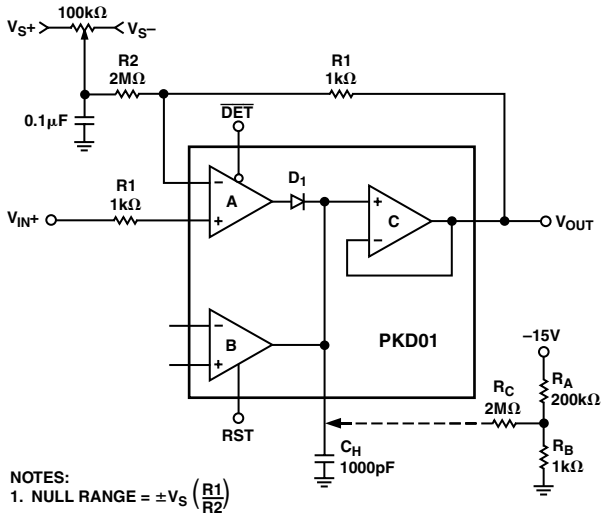

Figure 5. V_{OS} Null Circuit for Unity Gain Positive Peak Detector
Offset voltage is the primary zero scale error component since a variable voltage clamp limits voltage excursions at D_1's anode and reduces charge injection. The PKD01 circuit gain and operational mode (positive or negative peak detection) determine the applicable null circuit. Figures 5 through 8 are suggested circuits. Each circuit also corrects amplifier C offset voltage error.
B. Nulling Gated g_m Amplifier B. Set Amplifier B signal input to V_{IN} = 0 V and monitor the PKD01 output. Set DET = 1, RST = 1 and adjust the null potentiometer for V_{OUT} = 0 V. The circuit gain—inverting or noninverting—will determine which null circuit illustrated in Figures 5 through 8 is applicable.